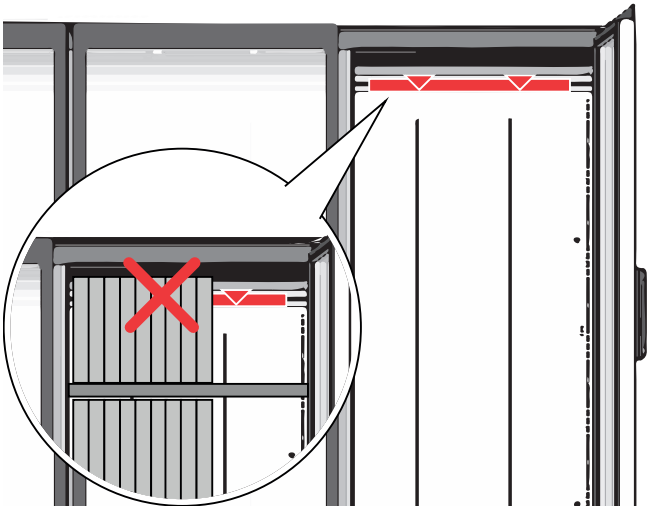

Fig. 16
- La marchandise ne dépasse pas la limite de charge ("Fig. 16").